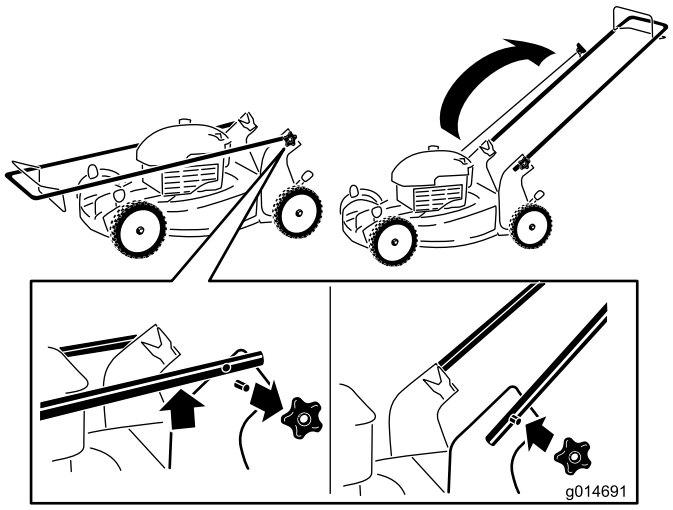

Figuur 3
1. Verwijder de handgreepknoppen van de maaierbehuizing (Figuur 3).
3. Plaats de handgreepknoppen die u tijdens stap 1 hebt verwijderd terug en draai deze vast (Figuur 3).